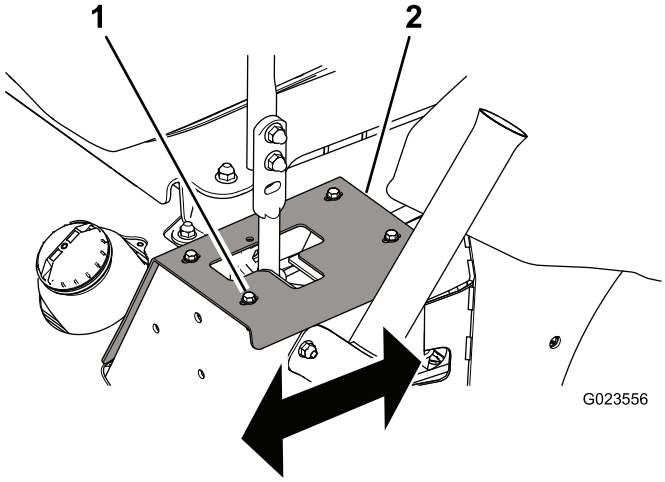

Figur 56
- Hvis den sporer mod højre, skal boltene løses, og venstre stopplade skal justeres bagud, indtil maskinen sporer lige (Figur 56).
- Hvis den sporer mod venstre, skal boltene løses, og højre stopplade skal justeres bagud, indtil maskinen sporer lige (Figur 56).
1. Bolt (4)
5. Stram boltene for at fastgøre stoppladen (Figur 56).